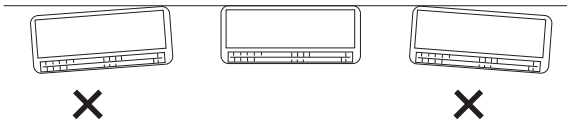

Fig. 3-11
(2) Vuelva a realizar una comprobación con un nivel de carpintero o cinta para medir para verificar que el panel se encuentra nivelado. Este es un paso importante a la hora de instalar la unidad de forma correcta. (Fig. 3-11)
(3) Asegúrese de que el panel está empotrado contra la pared. Cualquier espacio entre la pared y la unidad provocará ruido y vibraciones.